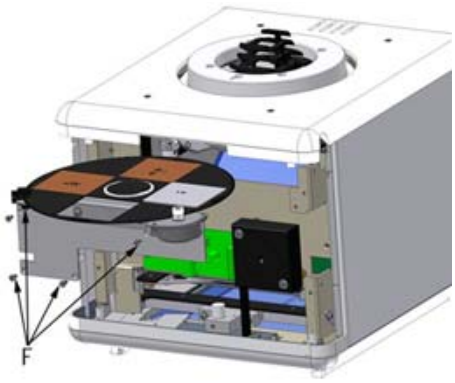

Fig. 3
- Unscrew the 4 screws **F** from the front partition and remove the filter group, see ***Fig.3***